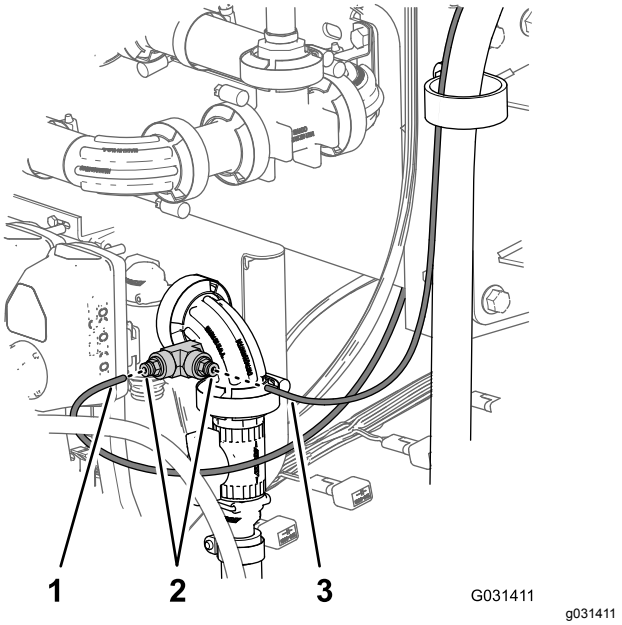

Figur 186
4. Sæt enden af tryksensorrøret til instrumentpanelets trykmåler i rørkoblingen, indtil røret sidder helt på plads i koblingen (Figur 186).
5. Sæt enden af tryksensorrøret til trykmåleren på slangetromlen ind i rørkoblingen, indtil røret sidder helt på plads i koblingen (Figur 186).